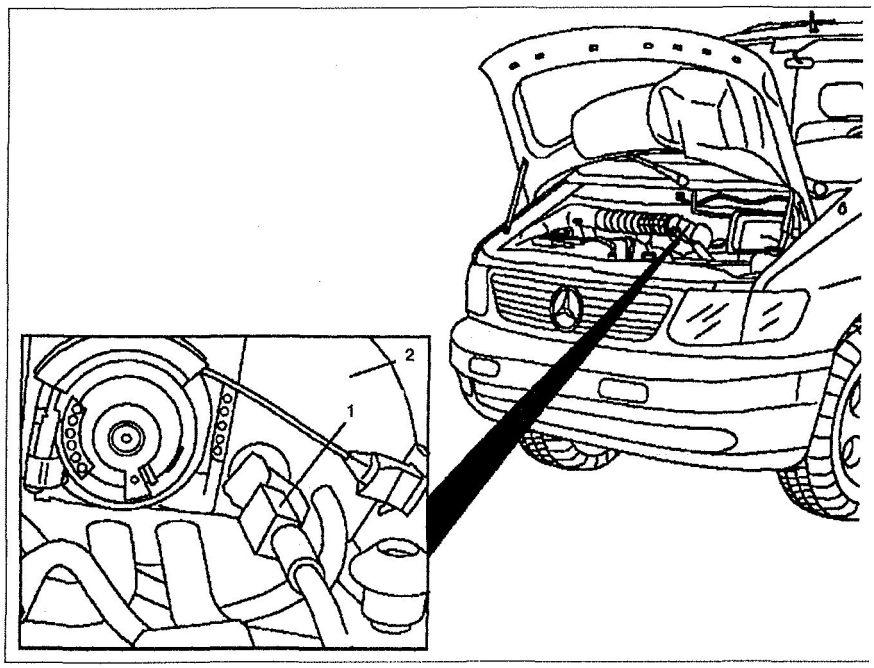

Рис. 3.49. Датчик температуры входящего воздуха:
1. Отсоедините разъем проводки от датчика **1** (см.рис.3.49).